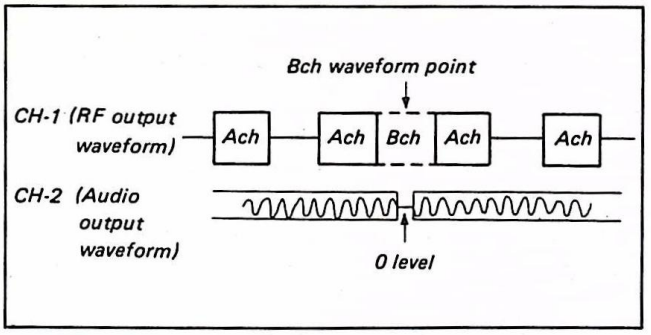
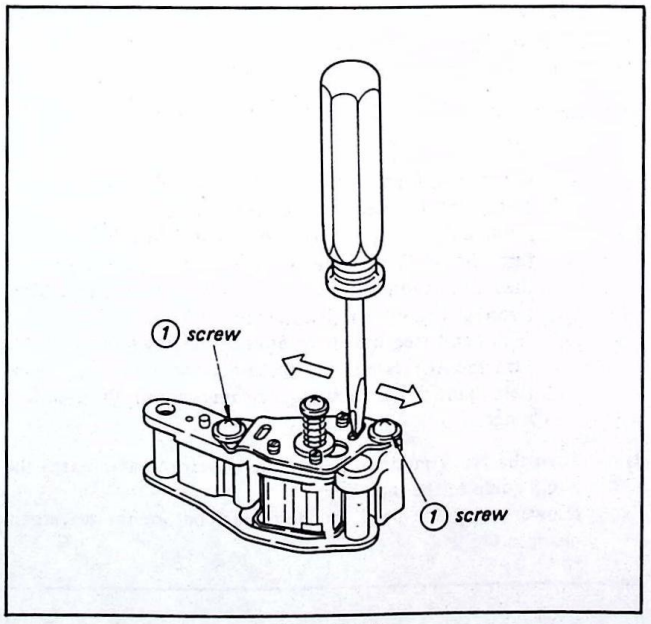

Fig. 4-13.
Fig. 4-14.
3) Turn the tracking control knob back and forth, and confirm that the output waveform level is maximum at the center click position, and that the 0 level of the audio signal is at the point where the RF output waveform Bch waveform appears, as shown in Fig. 4-13. If adjustment is necessary, proceed as follows.
Set the tracking control knob at the center click position and loosen the two ACE assembly position adjustment screws ①. As shown in Fig. 4-14, slide the ACE assembly with a screwdriver until it is in the position shown in Fig. 4-13 and the RF output waveform is maximum. Tighten the screws when this position is obtained.